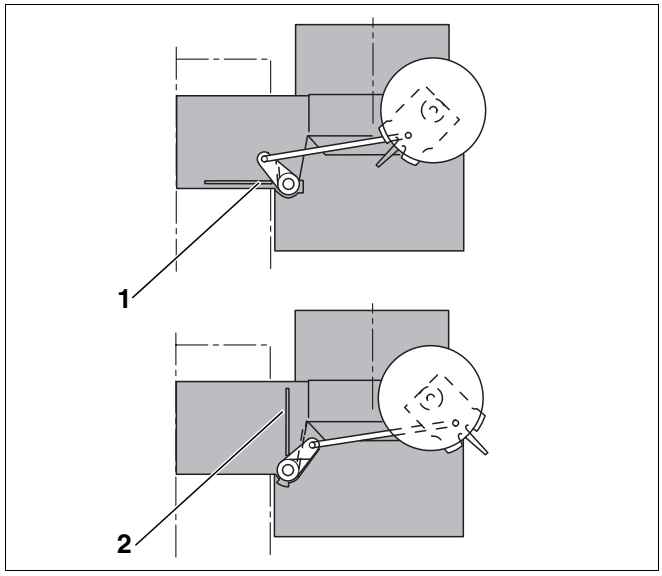

Afb. 13 Positie van de rookgasafsluitklep
- Controleer de positie van de rookgasafsluitklep aan de hand van de beweging van de hendel (afb. 13).
- Pas nadat de eindpositie "open" (afb. 13, **pos. 1**) bereikt is, mag de gasbrander starten.